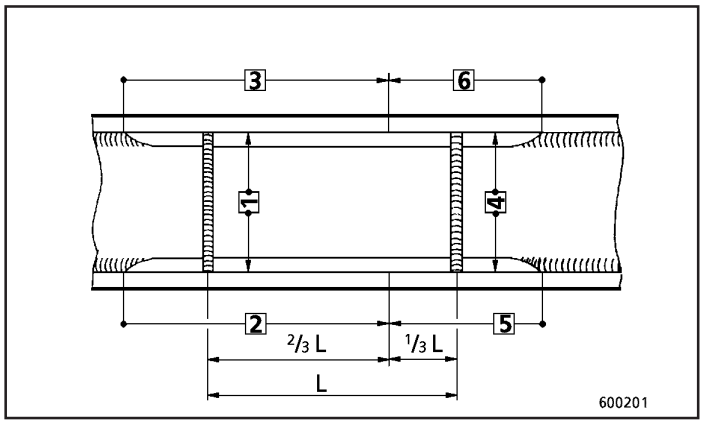

Fig.87
5. Solde a nova chapa de base obedecendo à risca a seqüência mostrada (Fig. 87). Com relação aos filetes, consulte o item 10 à página 44.